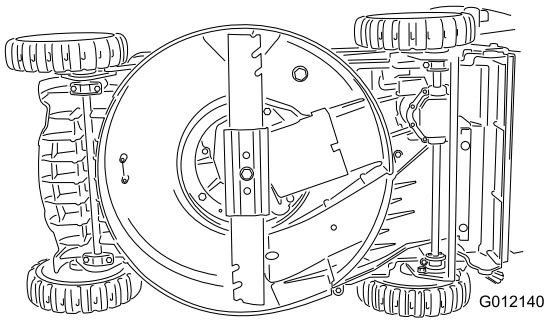

Figur 23
5. Montera den nya kniven (vrid knivbulten medsols) och alla monteringsdelar (Figur 23).